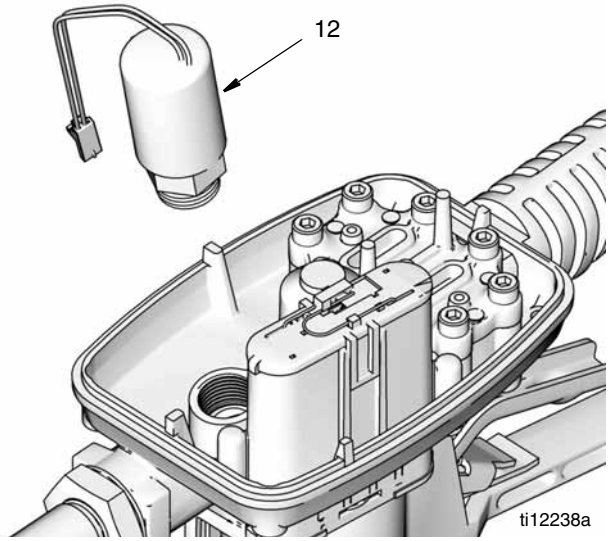

FIG. 37
9. Dévissez l'électrovanne (12) et retirez-la du boîtier du compteur (FIG. 37). Si nécessaire, une pince peut être utilisée pour desserrer l'électrovanne.